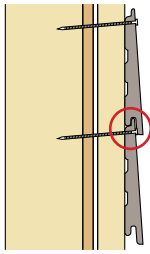

Fig. 24
- Une fois le rang de départ en place, continuez à placer les rangs suivants en les serrant bien sur les joints horizontaux et les joints d'extrémité. Lors de l'alignement du haut des planches, ne permettez jamais une séparation de plus de 0,3175 cm (1/8 po) avec la ligne précédente. *(Voir la Figure 24)*